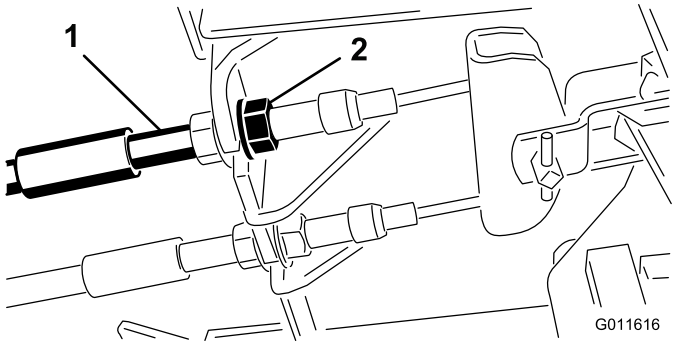

Figuur 67
1. Om de speling op de rempedalen te verkleinen, draait u de remmen vast. Draai hiervoor de voorste moer op het draadeinde van de remkabel los (Figuur 67).